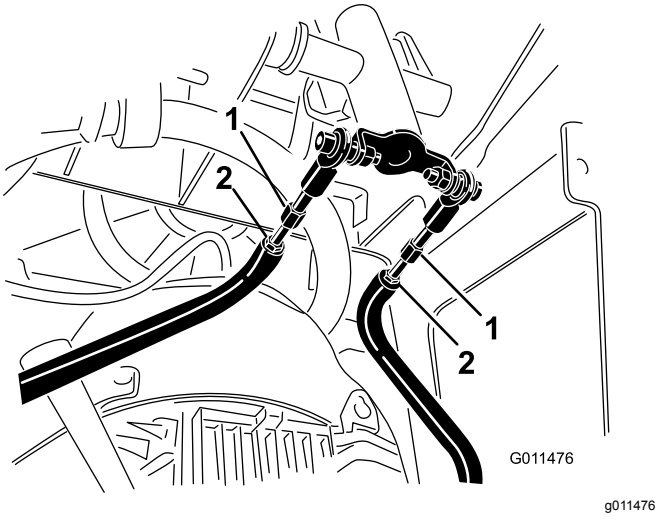

**Figuur 56**
D. Draai de contramoeren op de tractiestangen onder het bedieningspaneel los (Figuur 56).